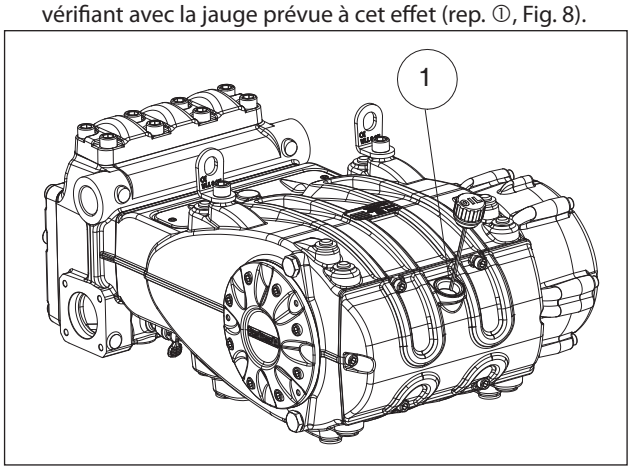

Fig. 8
5. L'huile dans le carter de la pompe est au bon niveau, en le vérifiant avec la jauge prévue à cet effet (rep. ①, Fig. 8).